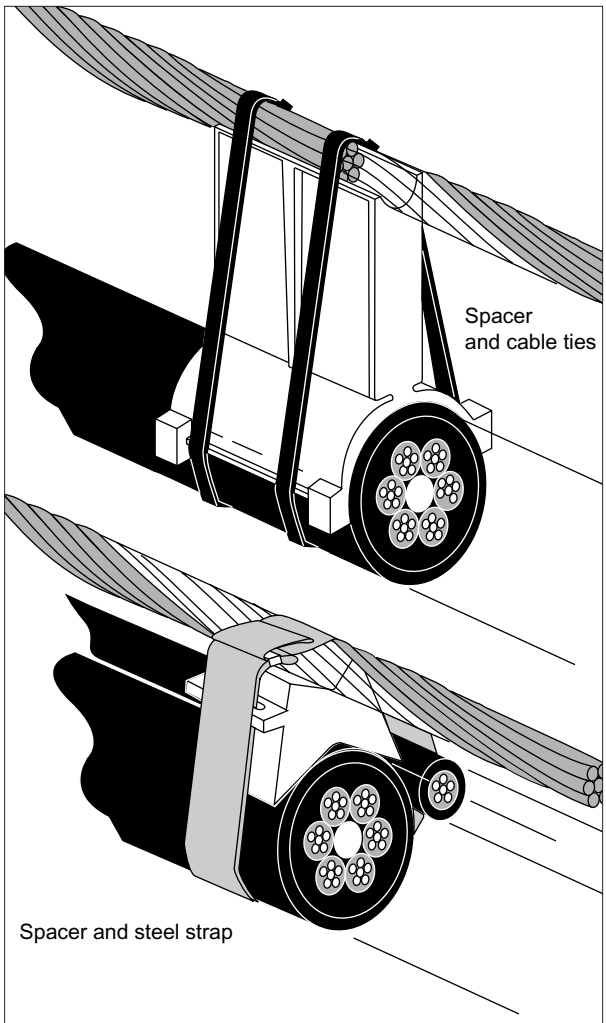

Figure 9 - Cable spacers and straps
a) Straps and spacers should be used to support the cable in the absence of lashing wire support, and to hold cable bundles together (Figure 9).